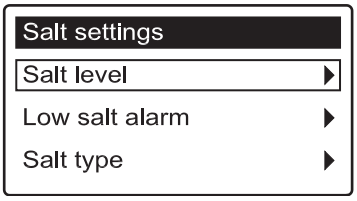

FIG. 18
3. Press the SELECT (○) button to display the Salt settings menu (See Figure 18).
7. Press the SELECT (○) button. The display will go back to the "Salt settings" menu (Figure 18).
7. Press the SELECT (○) button. The display will go back to the Salt settings menu (Figure 18).